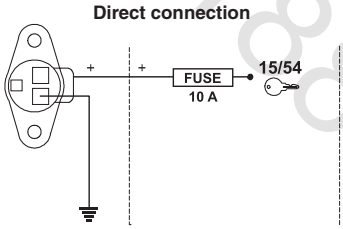

Fig. 8
• direct connection beneath the key (15/54) as shown in Fig. 8.
If the 15/54 contact (services) of the starter key can bear a continuous load of 10A, install the connections indicated in Fig. 8, with a 10A fuse on the power cable.